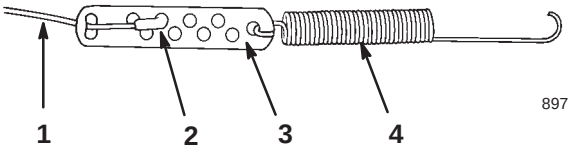

Figur 5
3. Säkra kabeländen till kabeljusteraren enligt anvisningarna i figur 5.